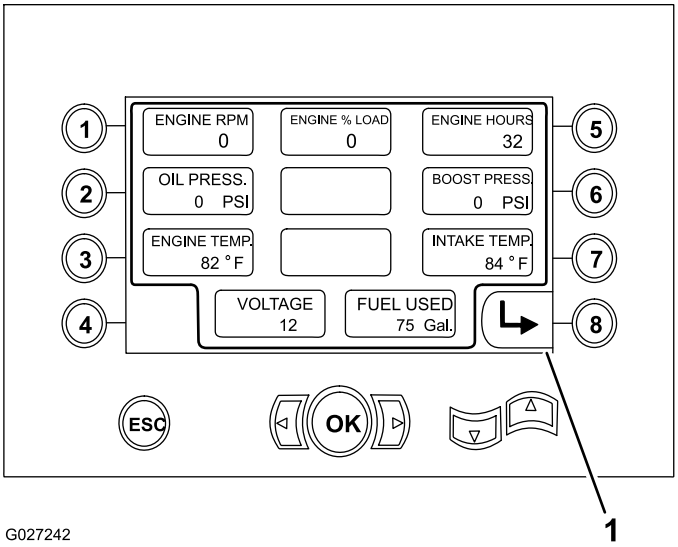

Bild 37
- Engine RPM (Motordrehzahl (U/min) (Bild 37)
- Engine % load (Motorbelastung %) (Bild 37)
- Engine hours (Motorbetriebsstunden) (Bild 37)
- Oil pressure and boost pressure (Öl- und Ladedruck (Bild 37)
- Engine coolant and intake temperature (Motorkühlmittel und Ansaugtemperatur (Bild 37)
- Voltage (Spannung) (Bild 37)
- Fuel Used (Kraftstoffverbrauch) (Bild 37)